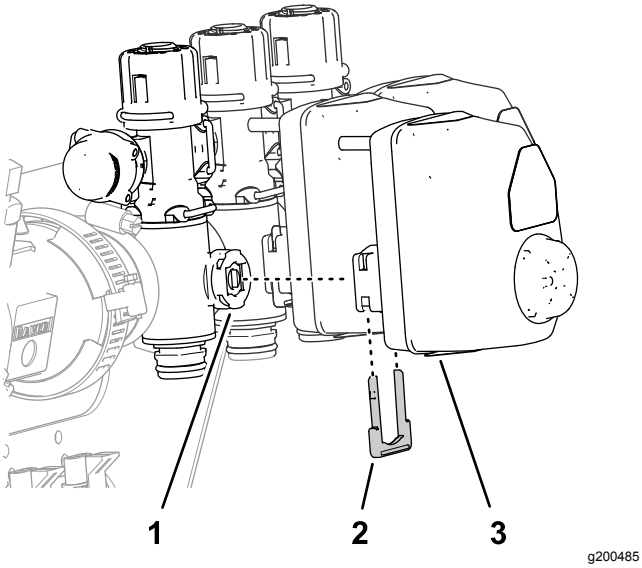

Figur 62
1. Afmonter de 3 holdere, der fastgør de 3 ventilaktuatorer til venstre, midterste og højre sektionsventiler (Figur 62).
2. Afmonter ventilaktuatorerne fra venstre, midterste og højre sektionsventiler (Figur 62).
10. Monter de 3 ventilaktuatorer på venstre, midterste og højre sektionsventiler (Figur 62) med de holdere, du fjernede i trin 1.